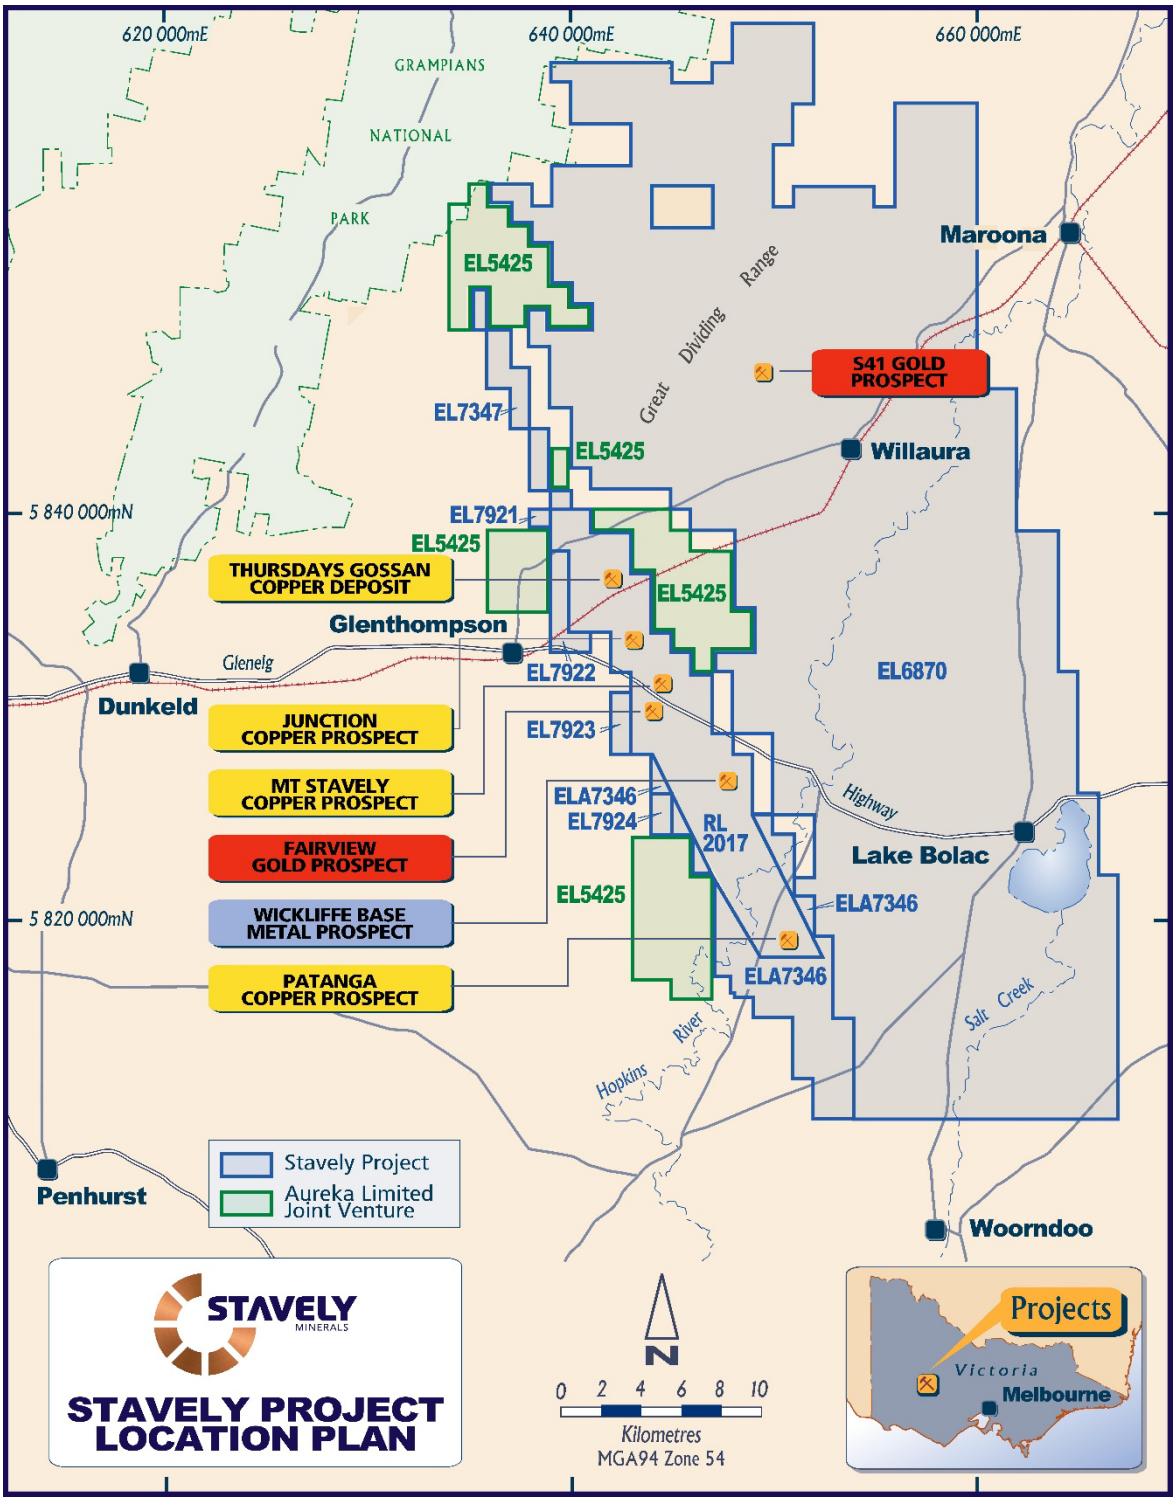

Figure 1. Stavely Project and prospect location map.
Stavely Minerals Limited (ASX Code: **SVY** – "Stavely Minerals") is pleased to advise that it has successfully completed a second phase of gold-focused Reverse Circulation (RC) drilling at the Fairview North prospect, part of its 100%-owned **Stavely Copper-Gold Project** in western Victoria (Figures 1 & 2).